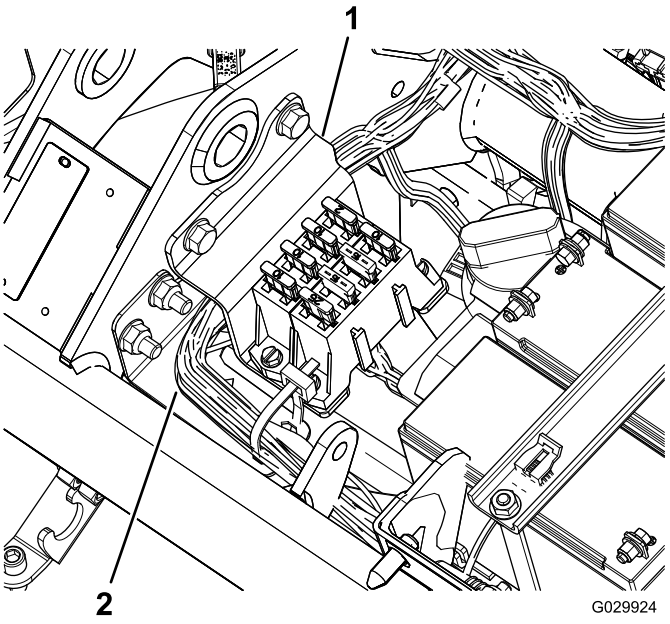

Figura 9
22. Instale o bloco de fusíveis, com a cablagem encaminhada por detrás do suporte (Figura 9).